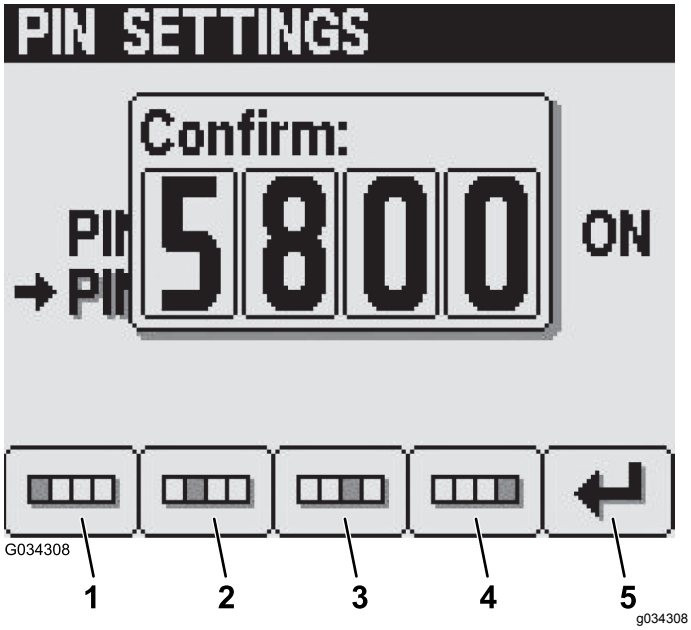

Figuur 37
6. Voer in het scherm Bevestigen uw nieuwe pincode in door middel van knop 1 tot 4 en druk op knop 5 om de nieuwe pincode in te voeren in het InfoCenter (Figuur 37).